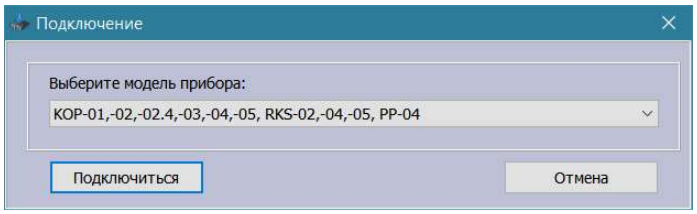

Рисунок 8
1) Подключите КОП к компьютеру с помощью стандартного кабеля mini-USB и запустите программу «Конфигуратор параметров Uniprog». В левом верхнем углу окна программы нажмите кнопку «Считать из прибора». В появившемся окне **«Подключение»** выберите из списка «КОР-01,-02, -02,4, -03, -04, -05, RKS-02, -04, -05, PP-04**»** и нажмите кнопку **«Подключиться»** (см. рисунок 8). Дождитесь завершения чтения параметров от КОП.